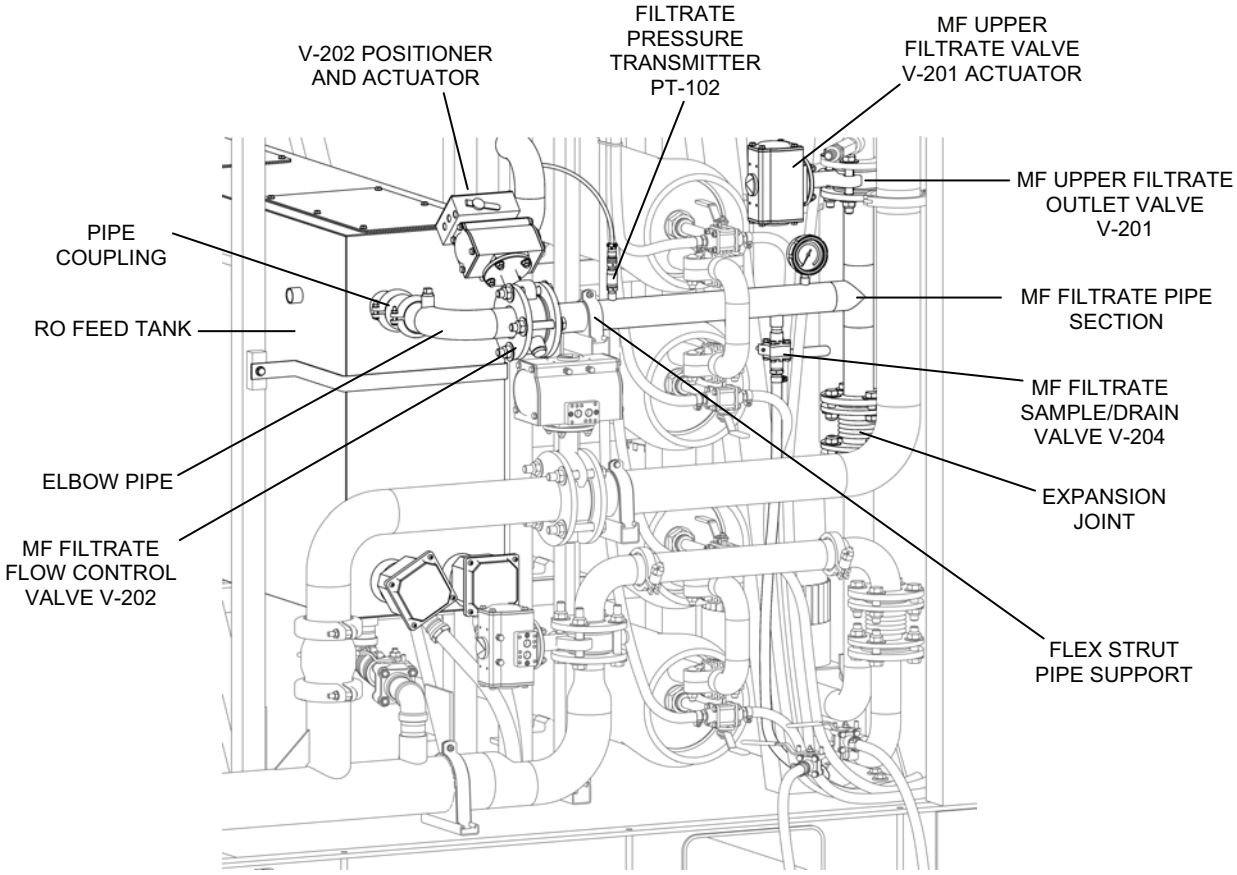

Figure 3. MF-Filtrate-to-RO Feed Tank Pipe Section Removal.
3. Remove the MF filtrate pipe section at the right end of the RO feed tank as follows (see Figure 3):